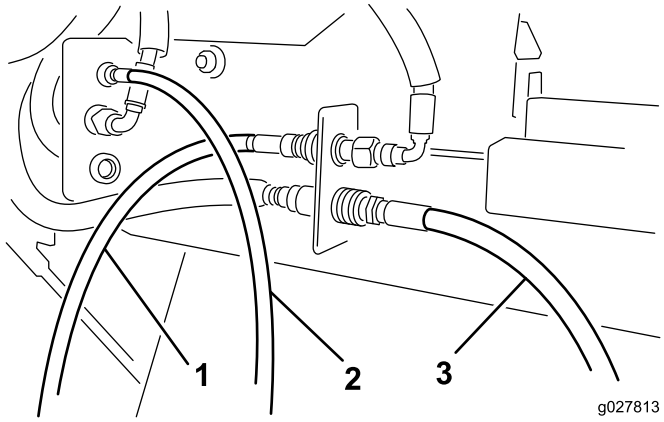

Bild 5
5. Schließen Sie die Schnellkupplungen des Hydraulikmotorschlauchs an die Versa-Vac-Kupplungen an, wie in Bild 5 abgebildet.